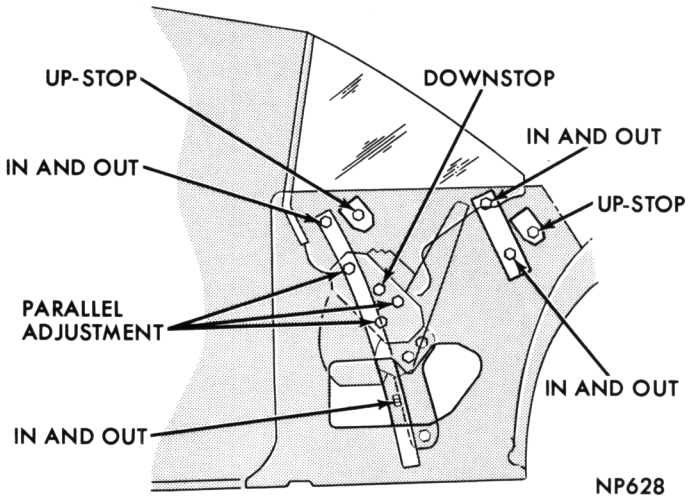

Fig. 40—Quarter Window Adjustments—Hardtop
(1) Raise quarter window 2 inches above belt line.
(2) Adjust top of front and rear tracks (Fig. 40) until glass just touches the outer belt weatherstrip and tighten nuts.
(3) Raise window to the upper weatherstrip and adjust regulator so glass at front contacts weatherstrip and is parallel to the weatherstrip bead. Tighten regulator screws.
(4) Adjust bottom of front and rear tracks until upper edge of glass seals against roof weatherstrip. Tighten nut on rear track only.
(5) Tighten adjusting screw on bottom of front track to lower brace.
(7) Adjust regulator down-stop (Fig. 40) so glass contacts outer weatherstrip lightly for full length.